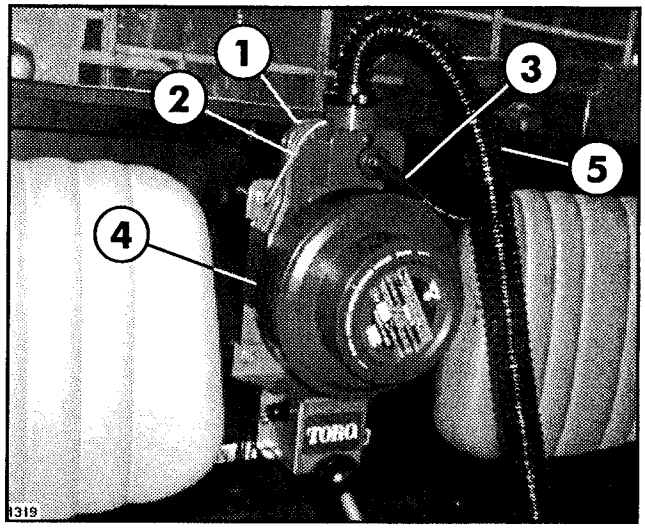

FIG. 6
13. Slide the Motor/Blower Unit into the Vehicle Mount PAPR Assembly and secure using Spring on top of Vehicle Mount PAPR Assembly. See FIG. 6.